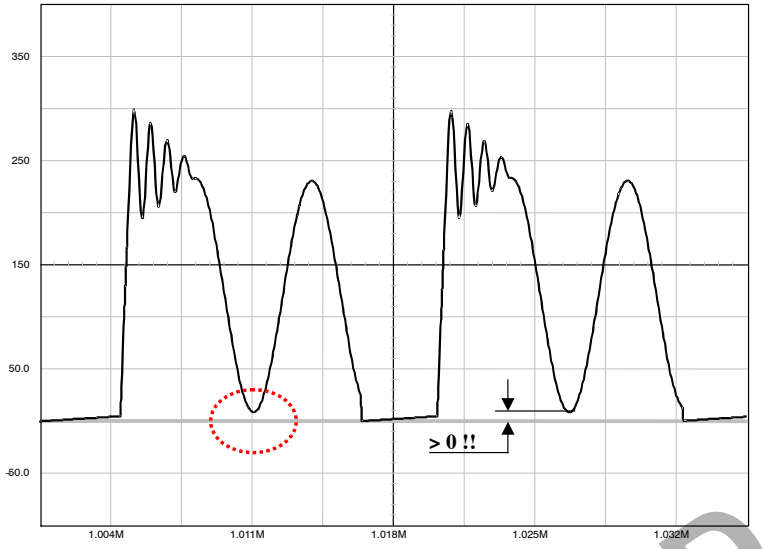

Figure 25. The Drain−Source Wave Shall Always be Positive . . .
1. In any case, the lateral MOSFET body−diode shall never be forward biased, either during start−up (because of a large leakage inductance) or in normal operation as shown by Figure 25.